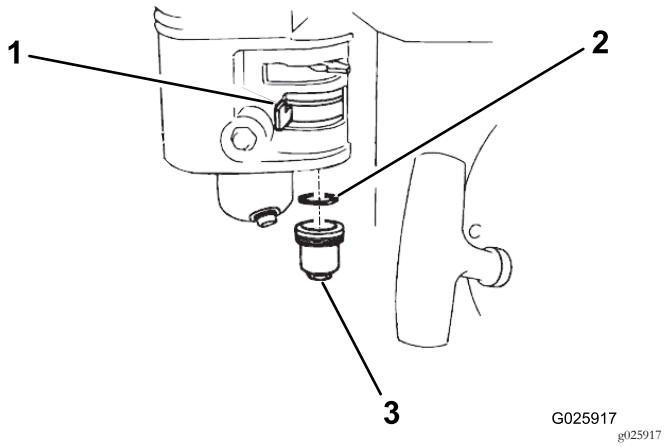

**Figur 35**
1. Vrid bränslekranen till AV-läget och ta därefter bort bränslesedimentskålen och O-ringen (Figur 35).